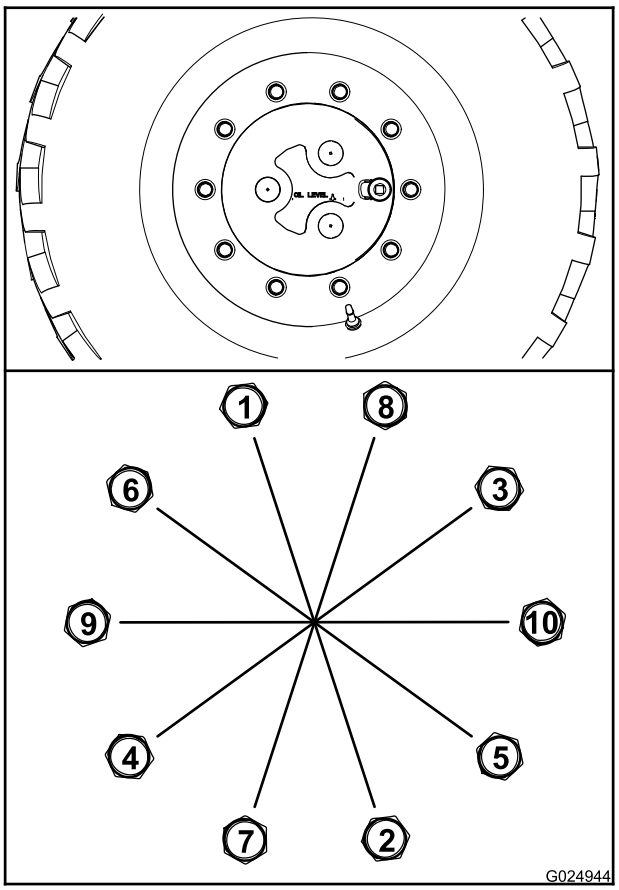

Figura 82
A. Aperte todas as porcas com torque de 100 N·m (75 pés-lb) na sequência mostrada na Figura 82.
B. Aperte todas as porcas com torque de 200 N·m (150 pés-lb) na sequência mostrada na Figura 82.
C. Aperte todas as porcas com torque de 300 N·m (225 pés-lb) na sequência mostrada na Figura 82.